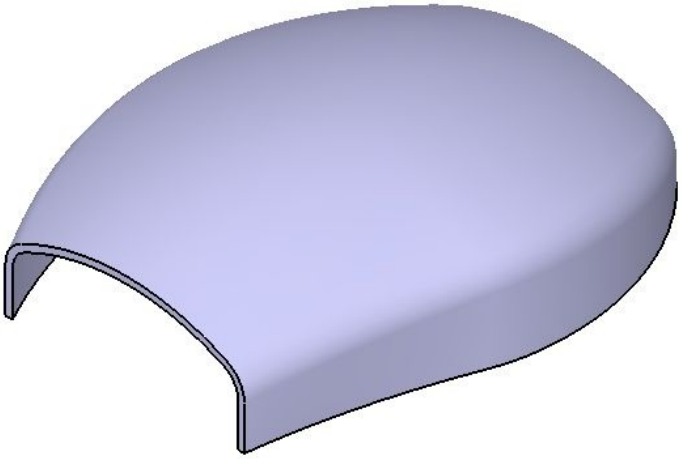
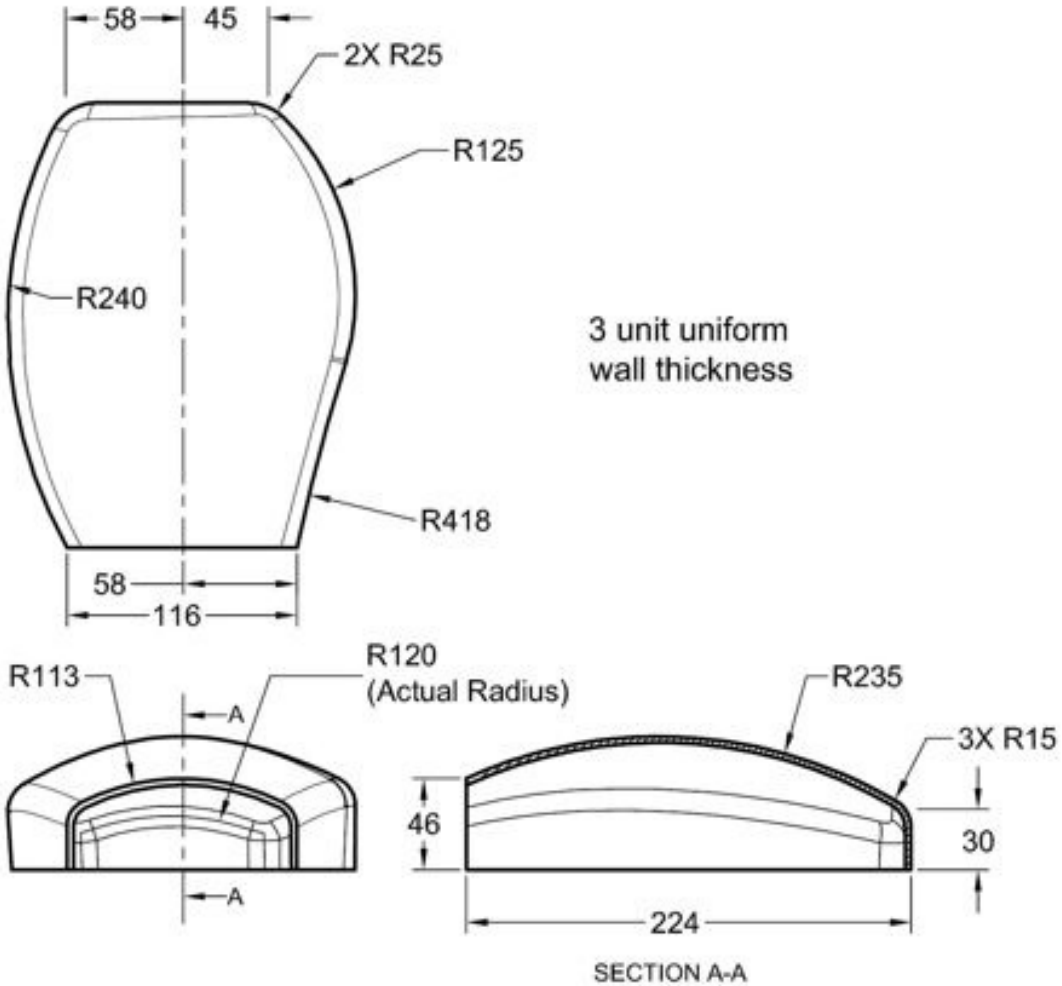

Figure 9-78 *Model of the Mouse Cover for Tutorial 3*
Figure 9-79 *Orthographic views and dimensions for Tutorial 3*
In this tutorial, you will create the model of the Mouse Cover shown in Figure 9-78. Its views and dimensions are shown in Figure 9-79. Assume the missing dimensions.
a. Draw sketches for creating a multi-section solid feature with guides. The sketches include two sections and three guides, refer to Figures 9-79 through 9-85.